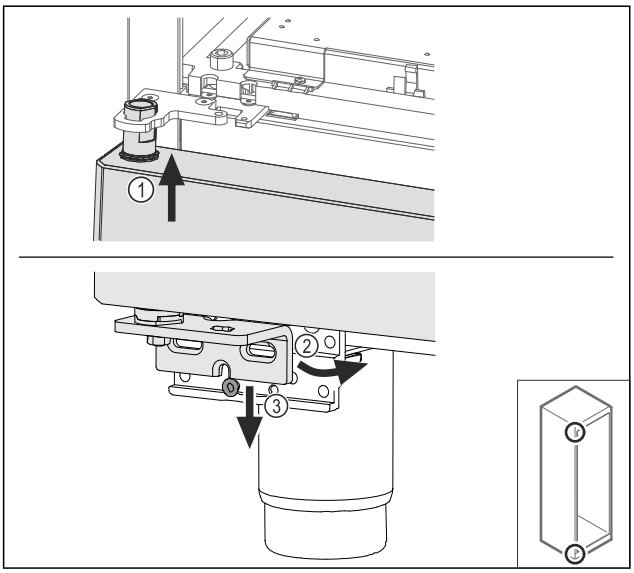

Fig. 60
▶ Așezați pe traseu ușa ușor basculată sus *Fig. 60 (1)*, aliniați dreaptă ușa *Fig. 60 (2)* și așezați jos pe șurubul suportului de lagăr *Fig. 60 (3)*.